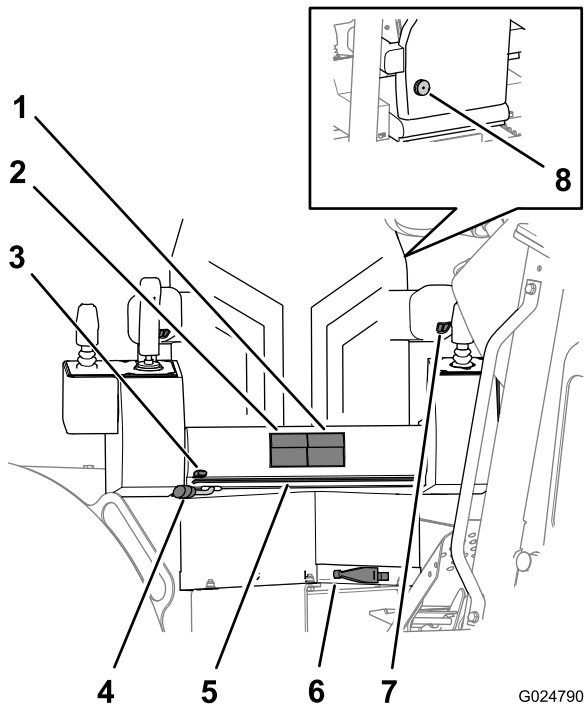

Figura 17
- **Botones de altura del asiento** – se utilizan para ajustar la base del asiento hacia arriba o hacia abajo (Figura 17).
- **Botones de desplazamiento del asiento** – se utilizan para ajustar la base del asiento hacia adelante o hacia atrás (Figura 17).
- **Palanca de desplazamiento del bastidor del asiento** – esta palanca se utiliza para ajustar el conjunto entero de asiento y bastidor hacia adelante o hacia atrás (Figura 17).
- **Palanca de desplazamiento de la base del asiento** – esta palanca se utiliza para ajustar la base del asiento hacia adelante o hacia atrás sobre el bastidor del asiento (Figura 17).
- **Palanca de rotación del asiento** – esta palanca se utiliza para desbloquear el asiento y girarlo hasta la posición deseada. El asiento puede girar 360° y puede bloquearse en incrementos de 10° (Figura 17).
- **Compensador de peso del asiento** – gire esta palanca para que el compensador de peso ajuste la tensión de sujeción del asiento según el peso del operador (Figura 17).
Gire el control de altura del reposabrazos para elevar o bajar el reposabrazos (Figura 17).
Gire el pomo de ajuste lumbar del asiento, situado detrás del asiento, para ajustar el soporte lumbar del respaldo para una mayor comodidad (Figura 17).